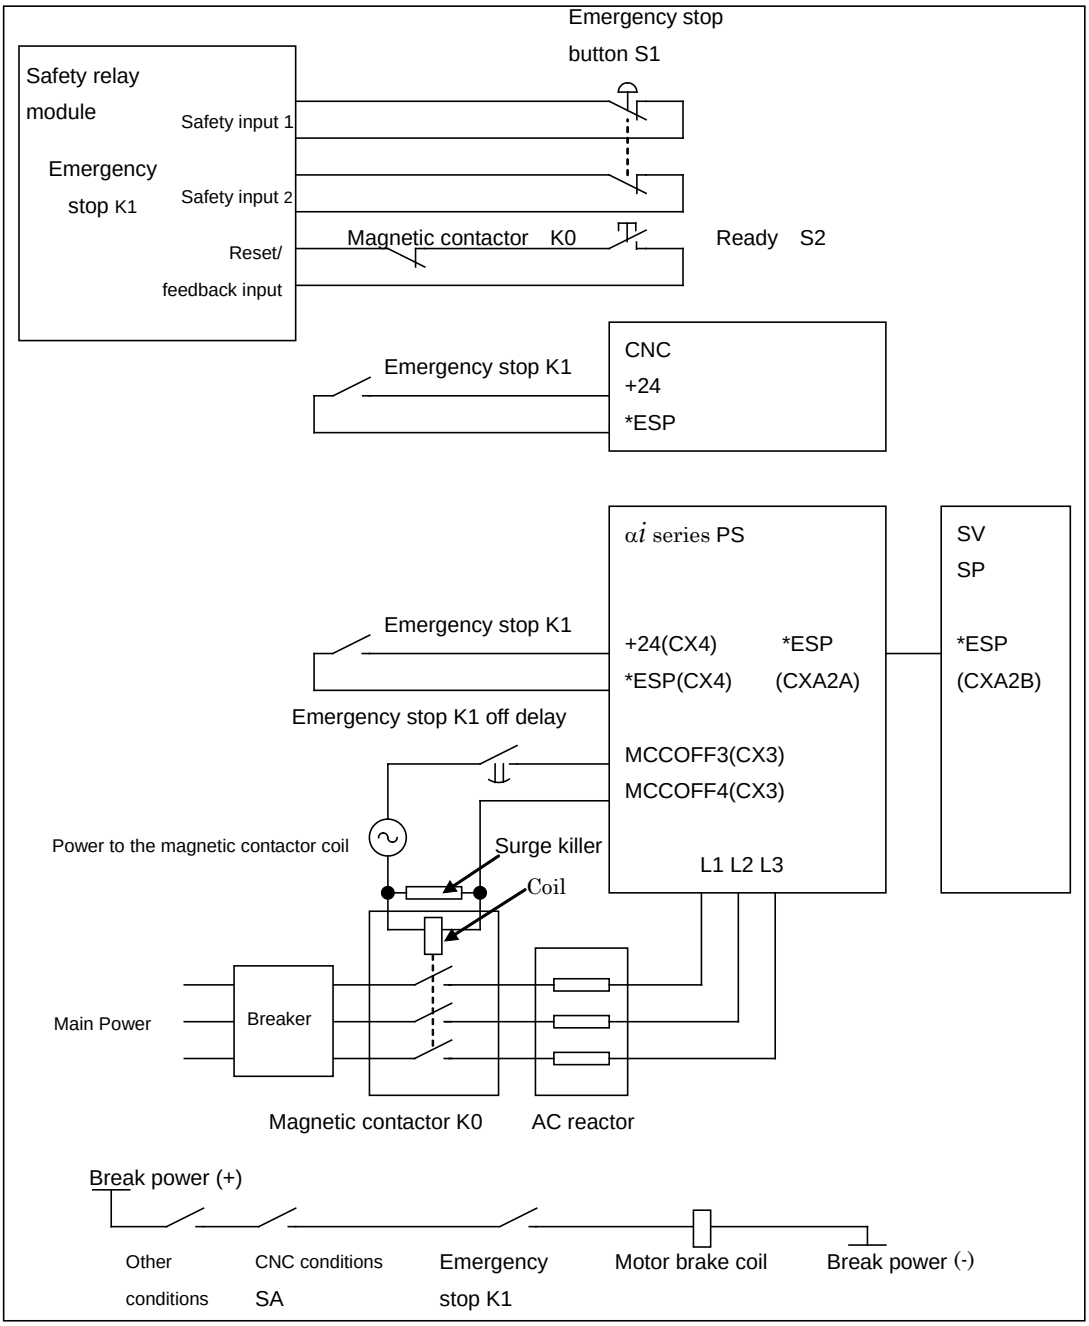

Fig. 9.5(a) Example of connections with an αi series servo amplifier
When the emergency stop signal (*ESP) contact opens, the CNC controller enters the emergency stop state, and the servo and spindle motors stop. In case of Fig. 9.5(a) or 9.5(b), the spindle motor power is shut off after the spindle motor is decelerated to a stop (Category 1 stop). Meanwhile, the servo motor is forced to be a dynamic stop as a rule (Category 0 stop). By setting relevant parameter, however, it is also possible to decelerate the servo motor to a stop, and then to shut off the servo motor power (Category 1 stop).
The example of the emergency stop signal circuit showed in Fig. 9.5(a) or Fig. 9.5(b) complies with the requirements of the safety standard ISO13849-1, Performance Level (PL) c or d. However, when calculating PL value concretely, the calculation should be based on the safety standard ISO13849-1 with the reliability data provided by each parts supplier. In case for the reliability data of CNC, please contact FANUC sales office.